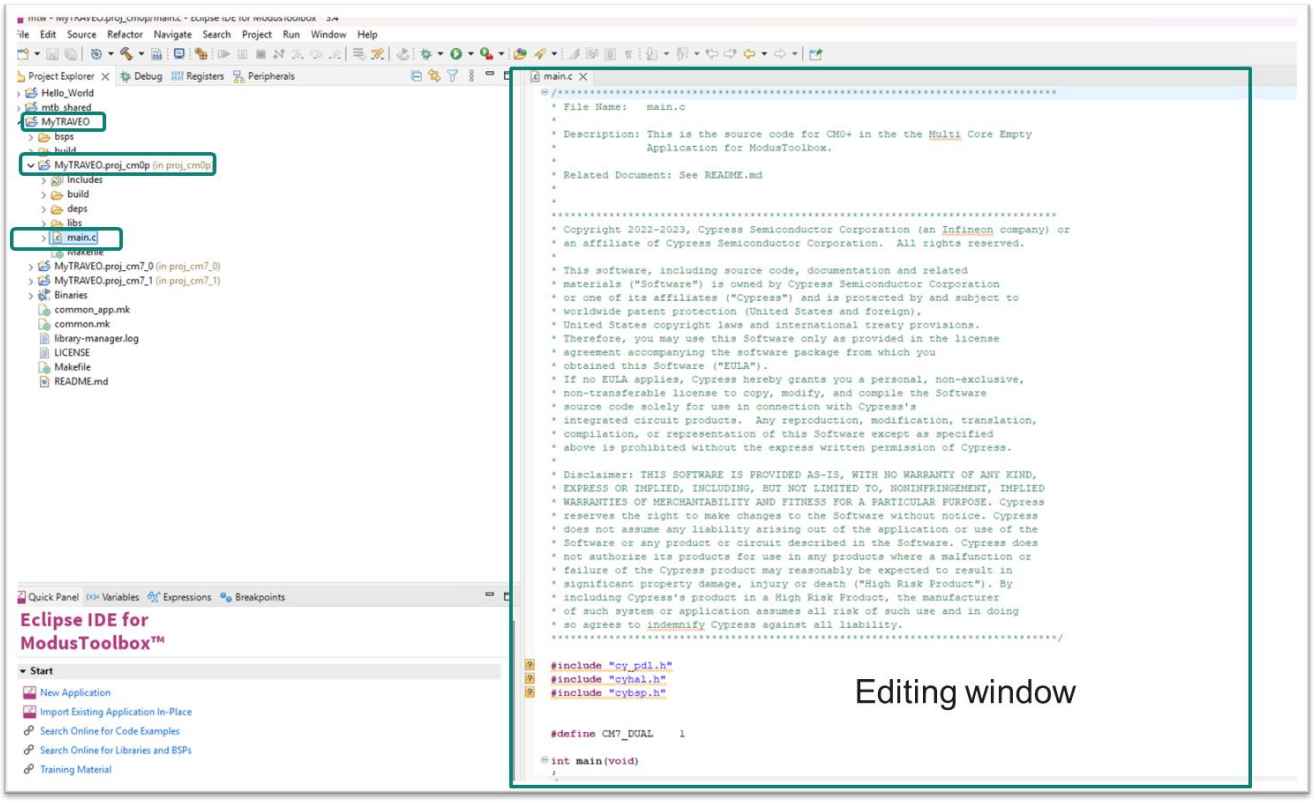

Figure 20 Update Code in main file
- Expand **MyTRAVEO** and **MyTRAVEO.proj_cm0p**, then double-click on ***main.c*** to open the edit window (see Figure 20)